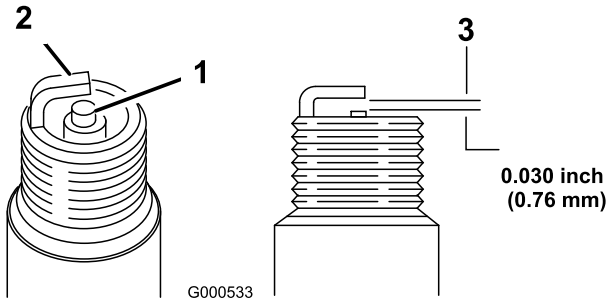

Figur 37
1. Titta i mitten av tändstiftet (Figur 37). Om isolatorn är ljust brun eller grå fungerar motorn korrekt. En svart beläggning på isolatorn betyder vanligen att luftrenaren är smutsig.
2. Kontrollera avståndet mellan mitt- och sidoelektroderna (Figur 37). Böj sidoelektroden (Figur 37) om avståndet är felaktigt.